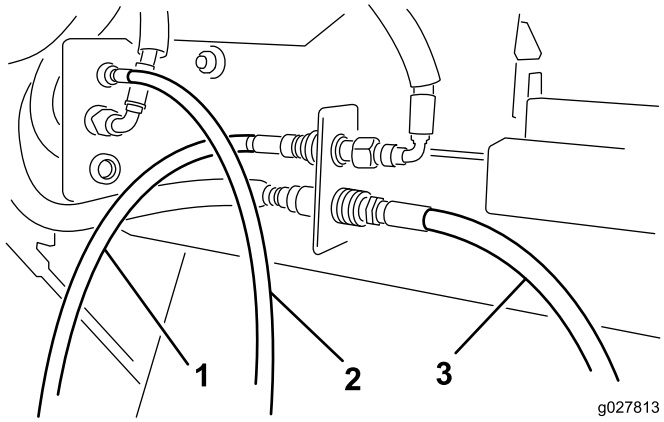

Figura 5
5. Conecte los conectores rápidos de las mangueras del motor hidráulico a los conectores de la Versa Vac, según se muestra en Figura 5.